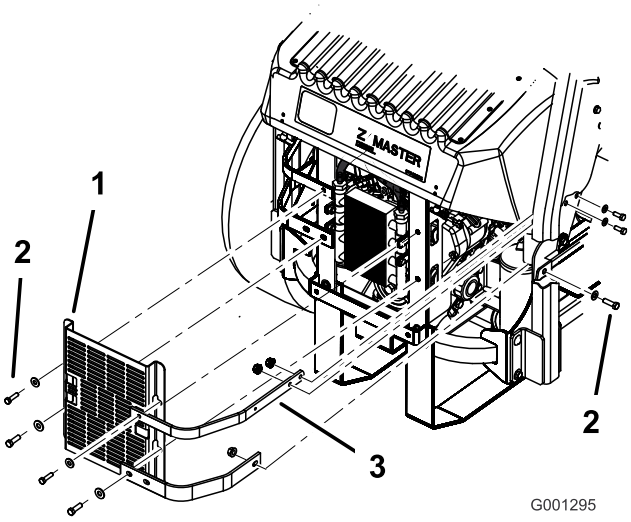

Figur 63
3. Ta bort de fyra bultar som håller fast oljekylarskärmen på den bakre ramen (Figur 63).
4. Ta bort de tre bultar som håller fast motorfästena på maskinens sida (Figur 63).
12. Montera oljekylarskärmen och motorfästena på den bakre ramen med de fyra bultarna som togs bort tidigare (Figur 63).
13. Montera motorfästena på maskinens sida (Figur 63).